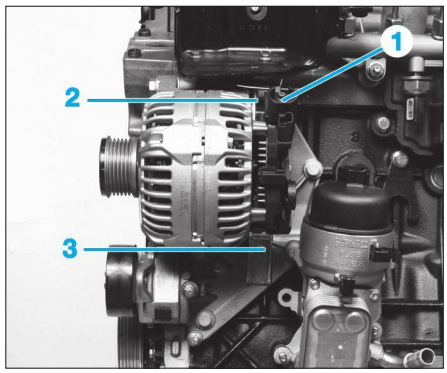

**Fig. 7**
• Déposer l'écrou (1) et écarter la cosse électrique de l'alternateur **(Fig.7)**.
• Déposer la vis (2).
• Desserrer la vis (3) d'1/4 de tour.